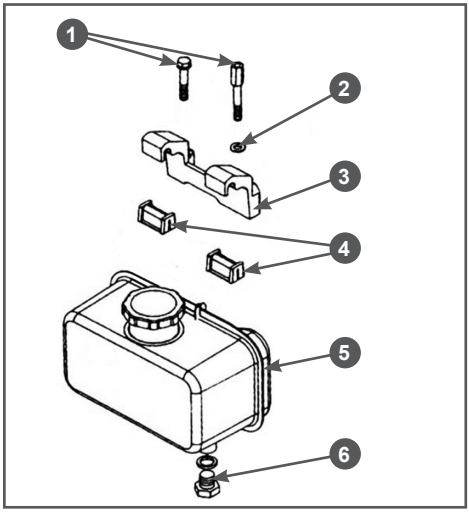

Рис. 23 Крепление топливного бака
3. Открутите пробку 6 для слива топлива и слейте топливо из топливного бака в заранее приготовленную для этого емкость (Рис. 23).
4. Открутите болты 1 крепления, и снимите верхний кронштейн 3 крепления топливного бака (Рис. 23).